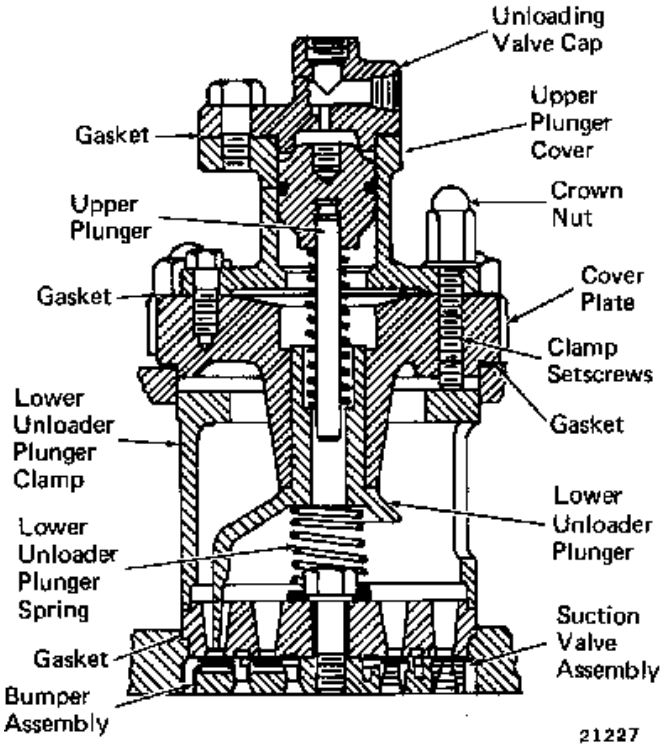

Fig. 12 - Suction Valve Removal
1. Loosen the crown nuts, Fig. 12, approximately two turns.